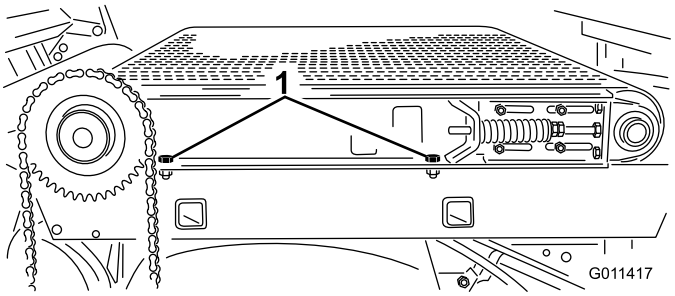

Figuur 34
6. Zet de (2) tapbouten, ringen en moer aan de rechterkant van de machine waarmee de glijband aan het frame is bevestigd los (Figuur 34). Zorg ervoor dat de bevestigingen voldoende los zijn opdat de glijband kan worden gekanteld.